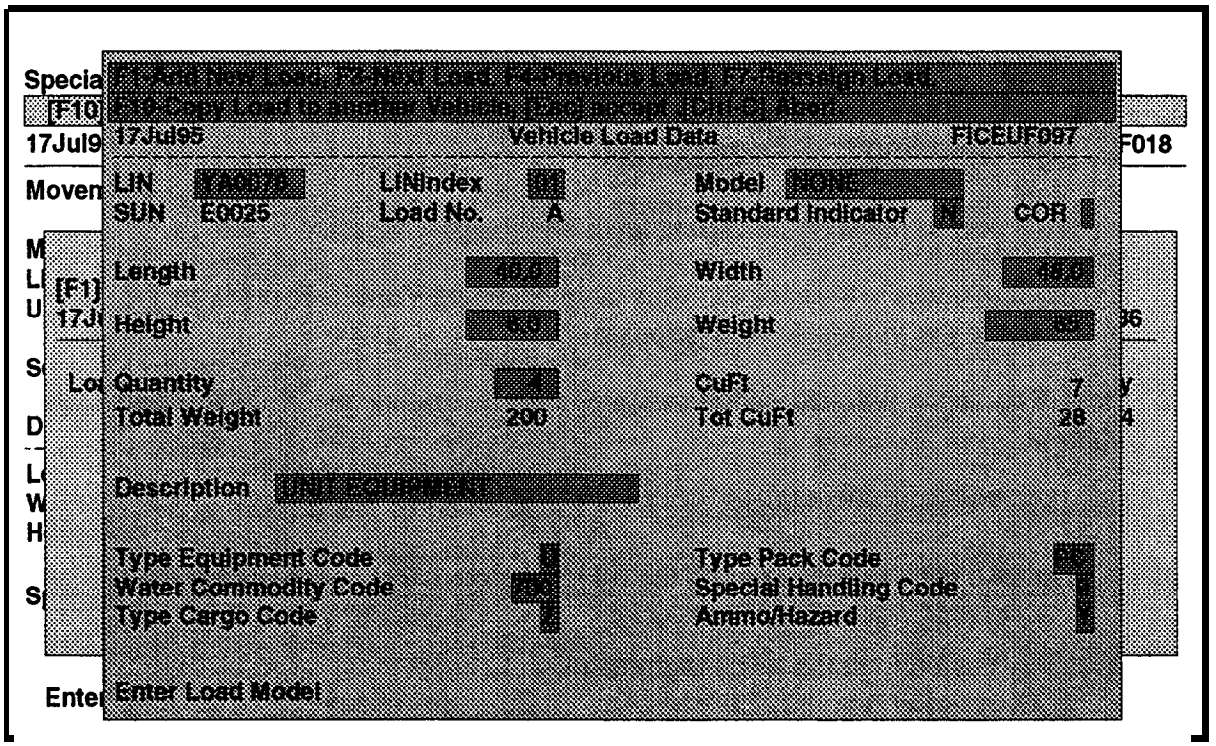

Figure 7-45. Detailed Vehicle Load Data Window with Data
c. To Modify a load to a vehicle, press **F8-Modify. The** Detailed Vehicle Load Data window with data will be displayed with the cursor blinking in **the Model** field, as shown in Figure 7-45.